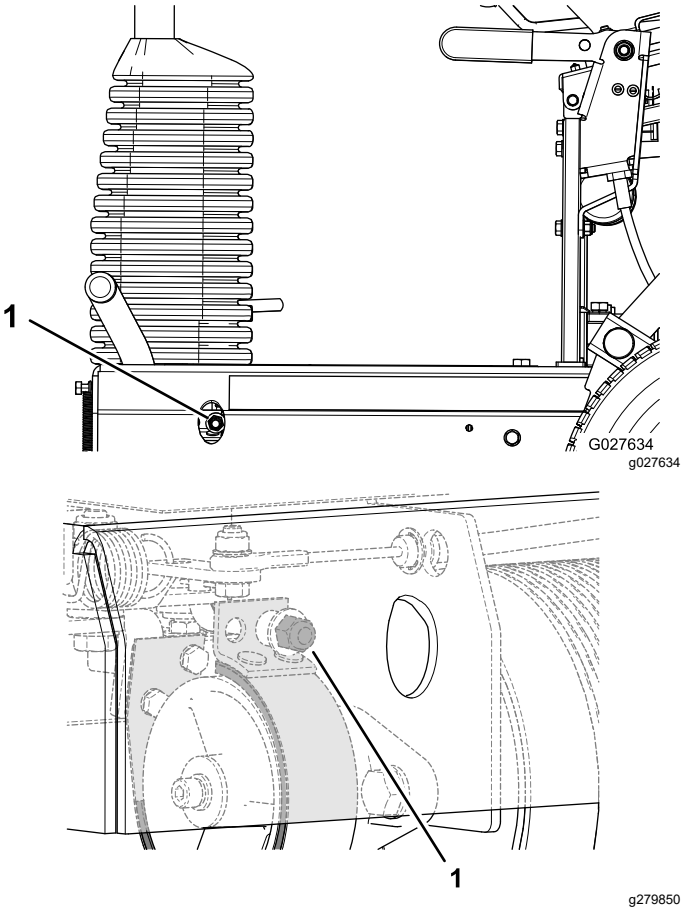

Figur 35
- Öka bromskraften genom att vrida bromsens låsmutter medurs (Figur 35).
- Minska bromskraften genom att vrida bromsens låsmutter moturs (Figur 35).